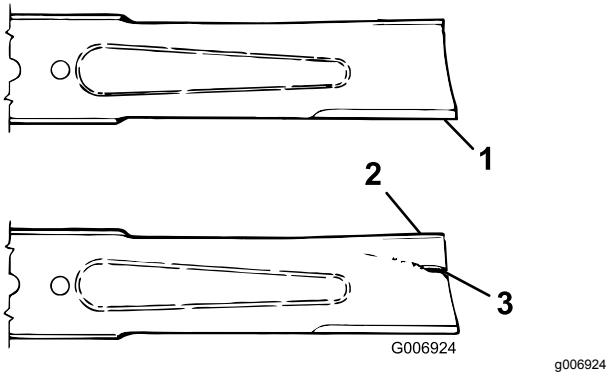

Figur 89
3. Undersøk kniveggene nøye, særlig der de flate og bøyde delene av kniven møtes (Figur 89).
4. Siden sand og slipende materiale kan slite på metallet mellom den flate og bøyde delen av kniven, kontrollerer du kniven før du bruker maskinen. Skift ut knivbladet hvis du oppdager (Figur 89) slitasje; se Demontere kniven (side 66).
Hvis du ikke gjør noe med slitasje på kniven, vil det dannes et spor mellom vingedelen og den flate delen av bladet (Figur 89). Til slutt kan en del av kniven knekke av og bli kastet ut fra maskinen og trolig resultere i alvorlig personskade.